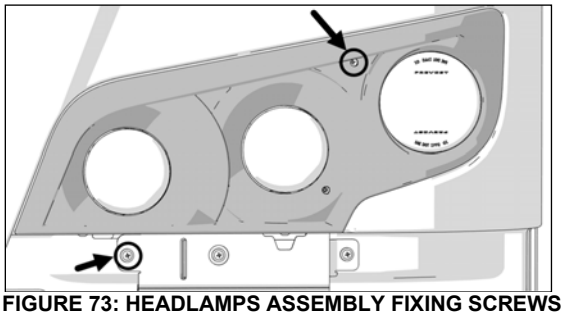

FIGURE 73: HEADLAMPS ASSEMBLY FIXING SCREWS
2. Unfasten the two screws (Figure 73) fixing the headlamps assembly then tilt the headlamps assembly down.
1. Unfasten the two screws (Figure 73) fixing the headlamps assembly and then tilt the headlamps assembly down.
1. Remove the two screws (Figure 73) fixing the headlamps assembly and then tilt the headlamps assembly down.